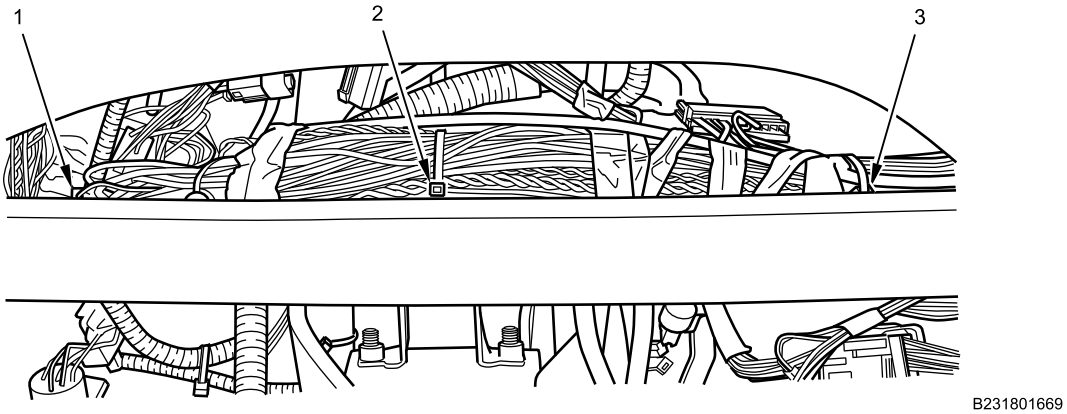

Figure 13. IP Wiring Harness Cable Lock Straps.
19. Remove three wiring harness cable lock straps (Figure 13, Item 1, 2, and 3) from IP wiring harness bundle and IP brace cable lock strap retainers through IP cluster opening. Discard cable lock straps.